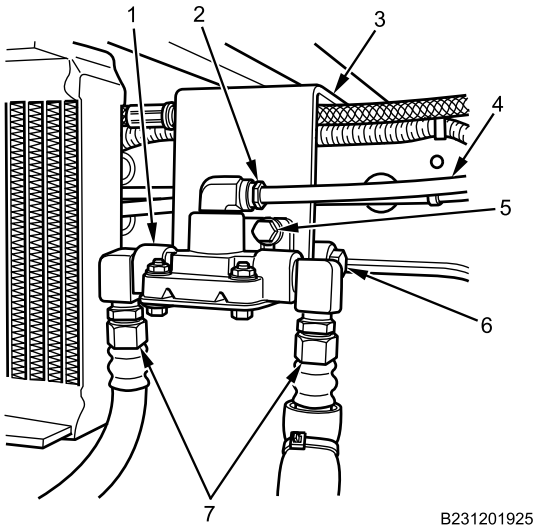

Figure 2. Rear Air Brake Quick Release Valve.
2. Remove two air lines (Figure 2, Item 7) from rear air brake quick release valve (Figure 2, Item 1).
3. Disengage quick connect fitting (Figure 2, Item 2) and remove air line (Figure 2, Item 4) from rear air brake quick release valve (Figure 2, Item 1).
4. Remove two bolts (Figure 2, Item 5) and nuts from air brake valve mounting bracket (Figure 2, Item 3). Right bolt shown, left bolt hidden from view.
5. Remove front and rear air brake quick release valves (Figure 2, Item 1 and 6) from air brake valve mounting bracket (Figure 2, Item 3).